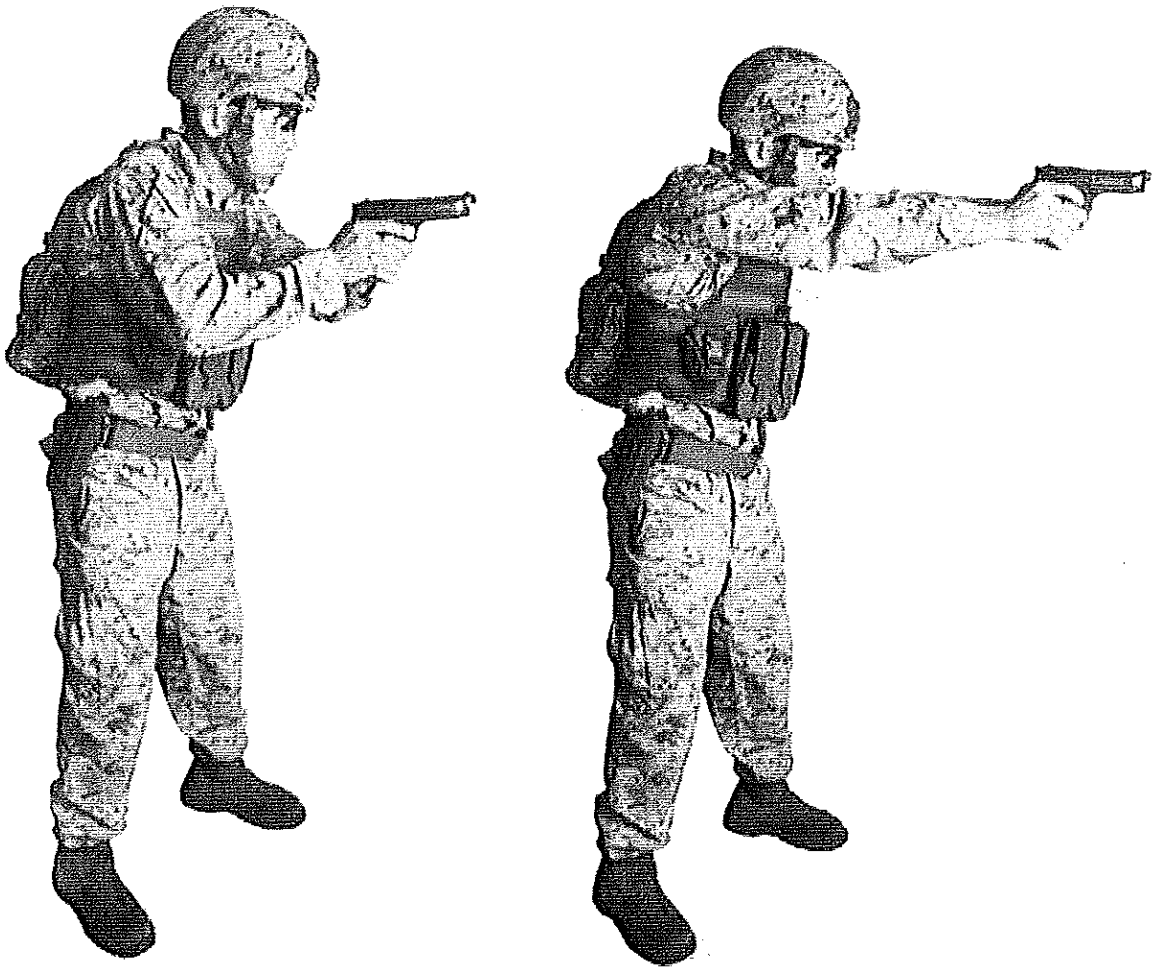

Figure 4-3. Steps Three and Four of Presentation from the Holster.
3. Establish a two-handed grip on the pistol by joining it with the support hand in front of the torso (see fig. 4-3 on page 72). If you were not able to deactivate the safety, do so with the support thumb. Roll the thumbs forward; the support thumb points forward and the firing thumb rests on top of it.
4. Start to extend the weapon out toward the threat by extending the arms and rolling the front sight to the threat. Continue extending the weapon out and, at the same time, place the trigger finger on the trigger, applying trigger pressure. As the arms are extended, level the rear sight with the front sight, acquire sight alignment and sight picture within the aiming area, and apply trigger pressure until the shot is fired (see fig. 4-3). Ideally, the shot breaks the moment full presentation and sight picture are achieved.